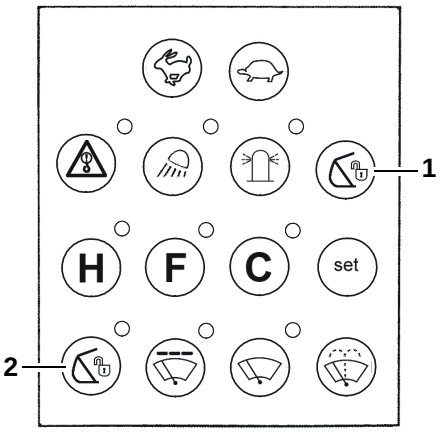

Afb.32 Hoofdbedieningspaneel
5 Druk op een van de beide toetsen voor de uitrustingskoppeling op het hoofdbedieningspaneel (pos.1 en 2, afb.32).